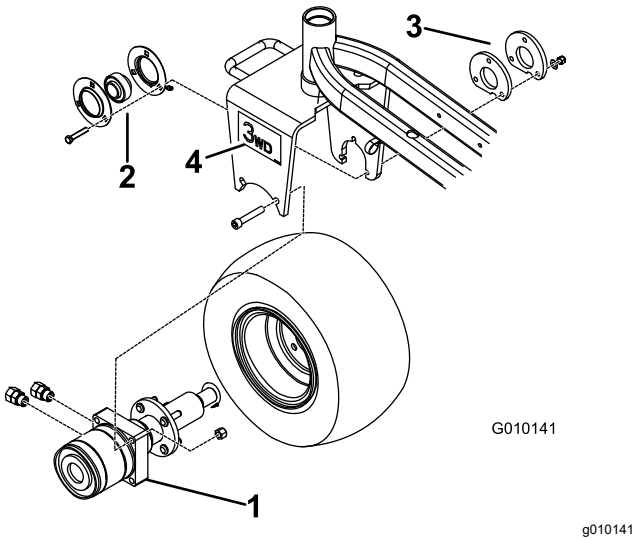

Figure 2
1. Remove the grease fitting from the new motor and hub assembly (Figure 2).
4. Insert the flangettes and the bearing onto the motor-shaft end as shown in Figure 2.
3. Spacer mount (2)
4. Decal (2)
5. Mount the 2 straight fittings to the side of the motor assembly (Figure 2).
Note: Ensure that the ports on the motor face rearward (Figure 2).
7. Loosely secure the motor to the inside of the caster fork with 2 socket-head screws and nuts (Figure 2).
Note: The grease fitting must be in the downward position on the flangette (Figure 2).
15. Apply a decal to each side of the caster fork (Figure 2).